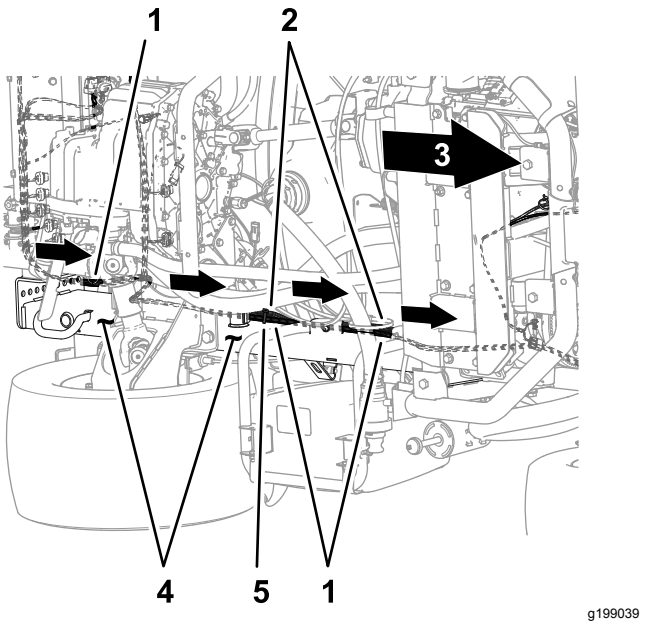
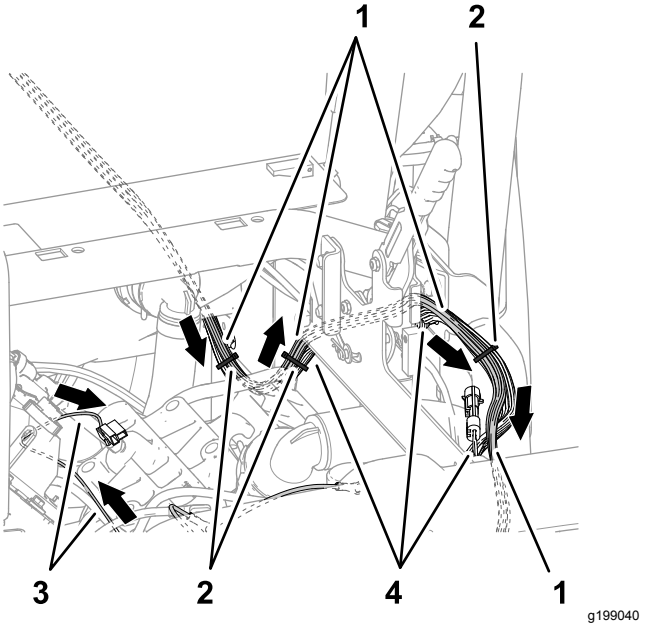
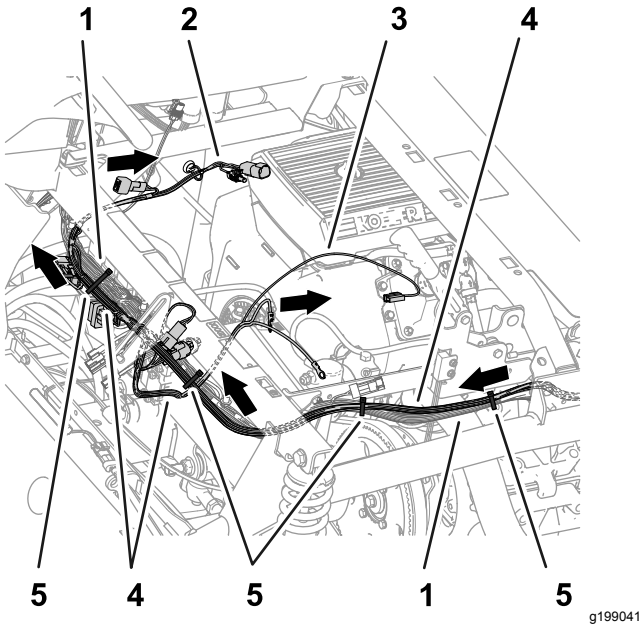

Figuur 80
Figuur 81
Figuur 82
3. Leid de kabelboomaftakkingen van 84 cm, 60 cm en 66 cm van de bijgeleverde kabelboom naar voren langs het linkerframekanaal (Figuur 79 en Figuur 80).
4. Leid de kabelboomaftakkingen van 84 cm, 60 cm en 66 cm van de bijgeleverde kabelboom langs de machinekabelboom aan de buitenkant van de parkeerrem (Figuur 81).
5. Leid de kabelboomaftakkingen van 84 cm, 60 cm en 66 cm van de bijgeleverde kabelboom over de schokbrekerbuis; zie Figuur 82).
6. Bevestig de bijgeleverde kabelboom aan de machinekabelboom; ga te werk zoals wordt afgebeeld in Figuur 80, Figuur 81 en Figuur 82.